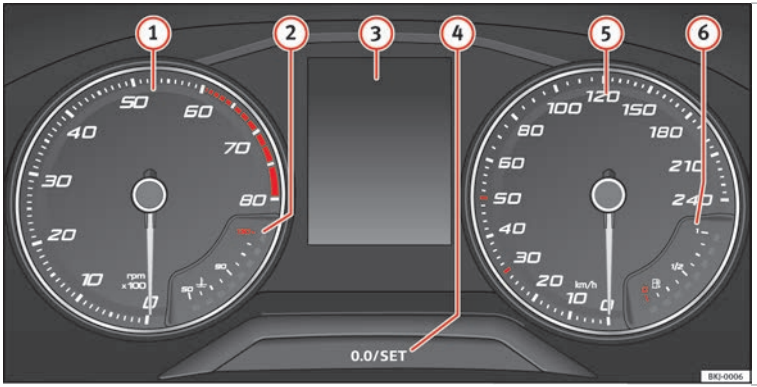

Fig. 106 Instrument panel, on dash panel.
The rev counter indicates the number of engine revolutions per minute ››› Fig. 106 (1).
Never allow the rev counter needle (1) ››› Fig. 106 to go into the red zone on the scale for more than a very brief period, otherwise there is a risk of engine damage.
A variety of information can be viewed on the instrument panel display ››› Fig. 106 (3) depending on the vehicle equipment:
- Briefly press the button ››› Fig. 106 (4) to reset the trip recorder to 0.
- Keep the button (4) pressed for about 3 seconds and the previous value will be displayed.
- To set the time, keep the button ››› Fig. 106 (4) pressed for more than 3 seconds to select the hour or minute display.
- To continue setting the time, press button (4). Hold button down to scroll through the numbers quickly.
- Press the button (4) again in order to finish setting the time. »
Hold the button ››› Fig. 106 (4) down for more than 15 seconds to display the identifying letters of the vehicle engine (MKB). To do this, the ignition must be switched on and the engine switched off.
The coolant temperature gauge (2) ››› **Fig. 106** only works when the ignition is switched on. In order to avoid engine damage, please read the following notes for the different temperature ranges.